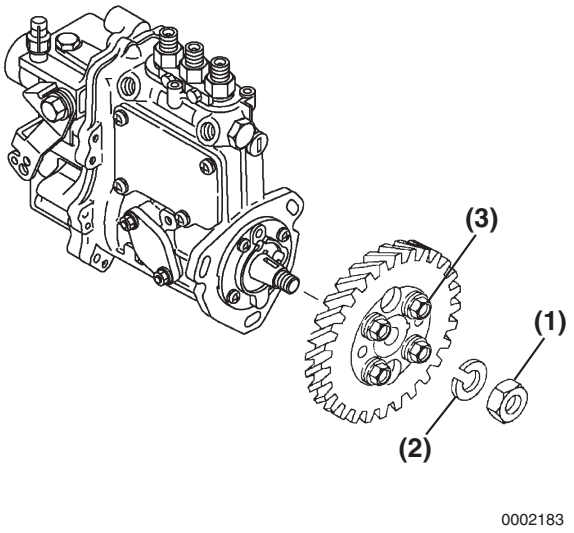

Figure 6-43
4. Do not remove the fuel injection pump drive gear unless absolutely necessary due to damage to the gear or pump. Do not loosen or remove the four bolts **(Figure 6-43, (3))** retaining pump drive gear to the hub. Only remove the nut **(Figure 6-43, (1))** and washer **(Figure 6-43, (2))**, leaving the hub attached to the gear. Remove the pump drive gear and hub as an assembly using a gear puller.